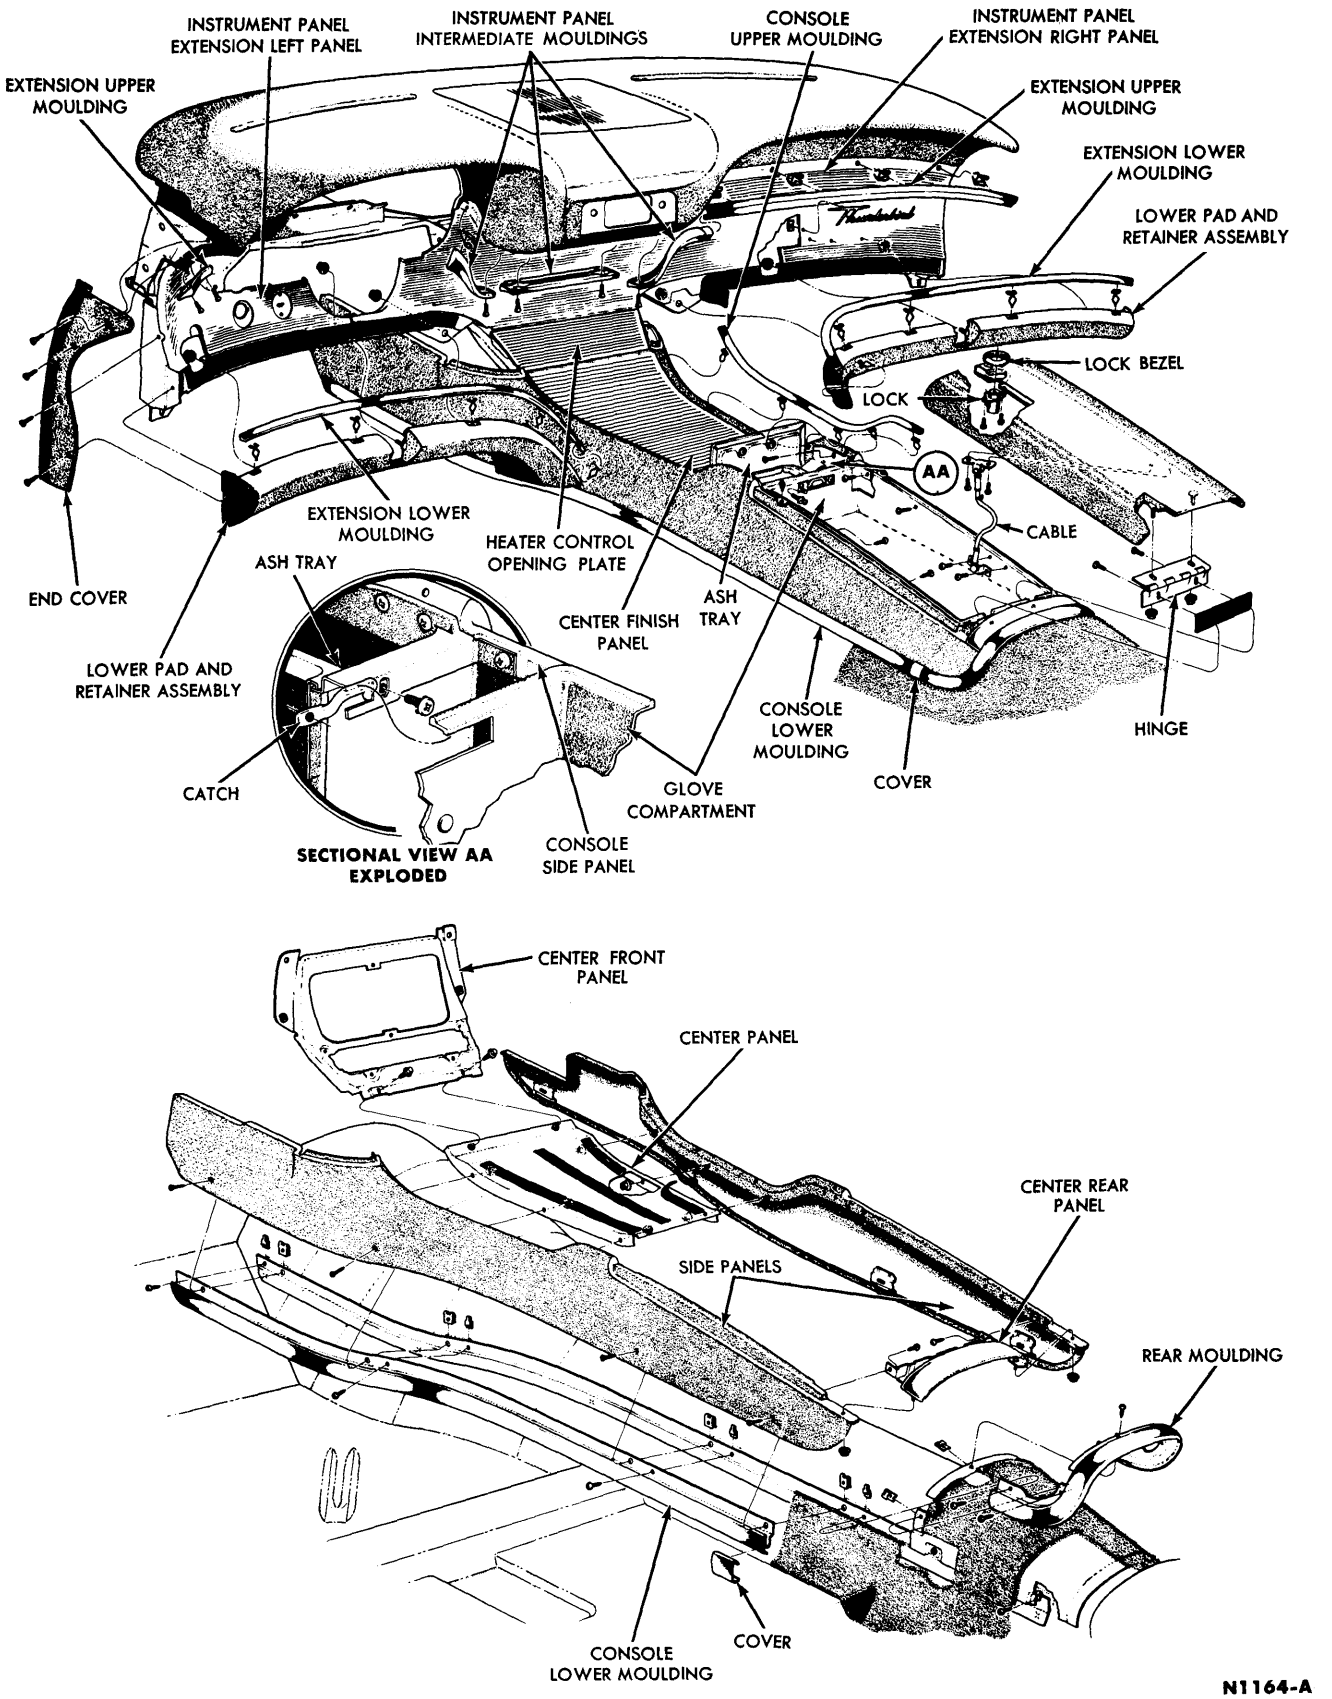

FIG. 11—Console Finish Panel and Mouldings
The console trim panels, glove compartment, and instrument panel extension trim panels are shown in Fig. 11.
7. Remove the instrument panel extension upper and lower mouldings (Fig. 11).
With a self-powered test light check the black wire to see if the system is properly grounded. If the black wire is not grounded, remove the console panel (Fig. 11) and check the connections at the junction block, and repair as necessary.